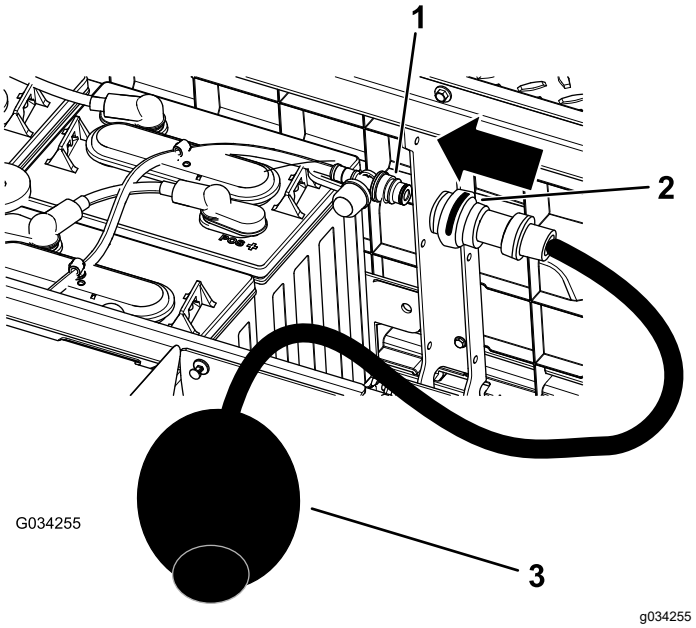

Figuur 41
4. Sluit uw Toro waterhandpomp aan op de watervulopening (Figuur 41).